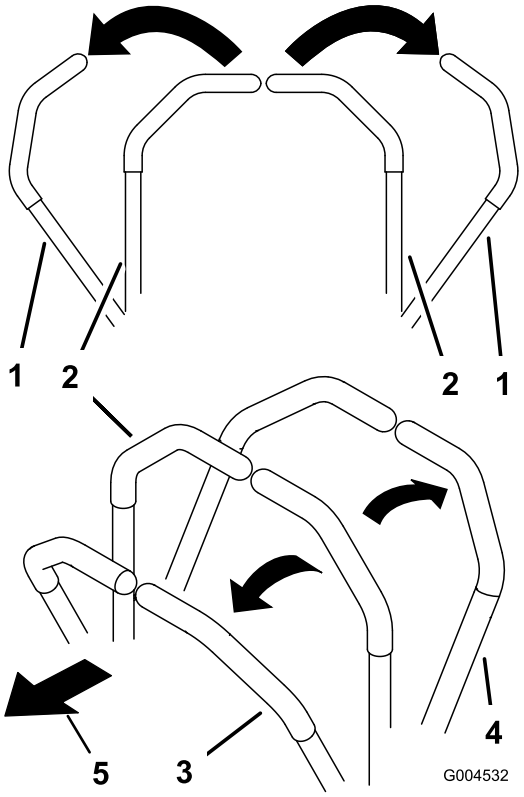

Rysunek 23
- Aby jechać do przodu, powoli przesuń dźwignie sterowania do przodu (Rysunek 23).
- Aby jechać do tyłu, powoli przesuń dźwignie sterowania do tyłu (Rysunek 23).
- Aby skręcić, zmniejsz prędkość maszyny, pociągając obie dźwignie do tyłu, a następnie popychając dźwignię po stronie, w którą ma zostać wykonany skręt, do przodu (Rysunek 23).